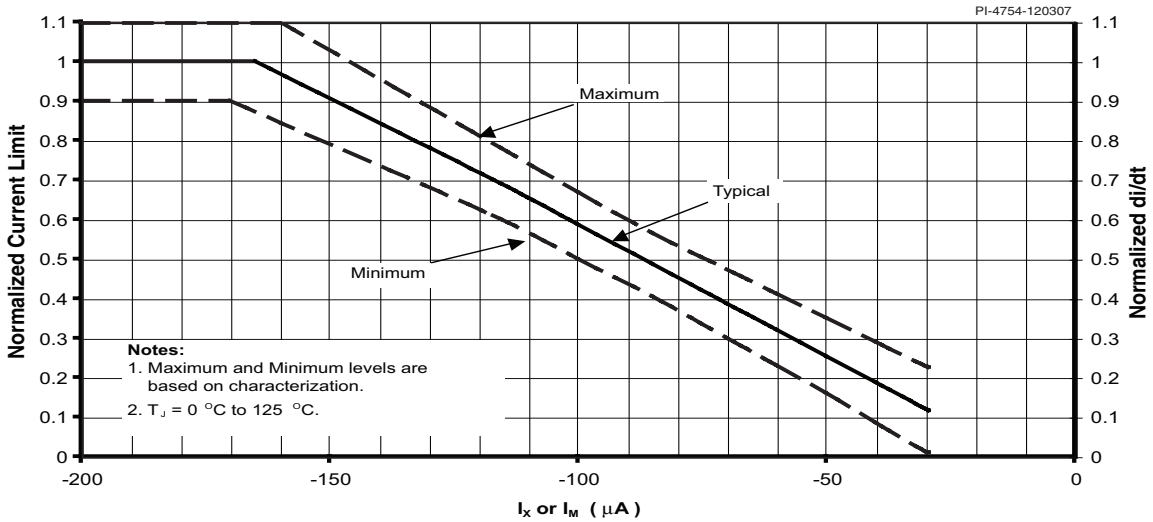

Figure 55a. Normalized Current Limit vs. X or M Pin Current.
C. For externally adjusted current limit values, please refer to Figures 55a and 55b (Current Limit vs. External Current Limit Resistance) in the Typical Performance Characteristics section. The tolerance specified is only valid at full current limit.